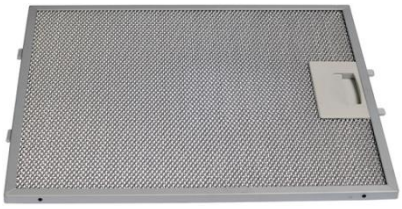

Рис. 1
1. Снимите алюминиевый жироулавливающий фильтр (рис. 1).
6. Установите жироулавливающий фильтр (рис. 1).